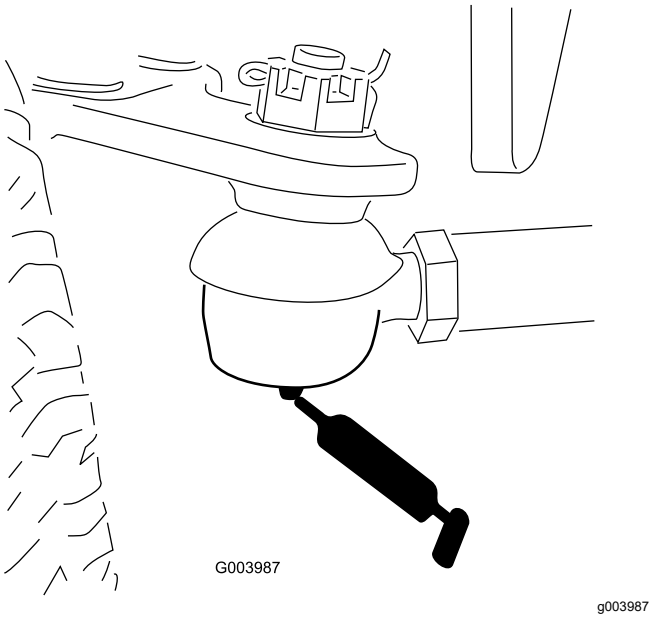

Rysunek 42
- Oś tylna — drążek kierownicy (2) (Rysunek 42)